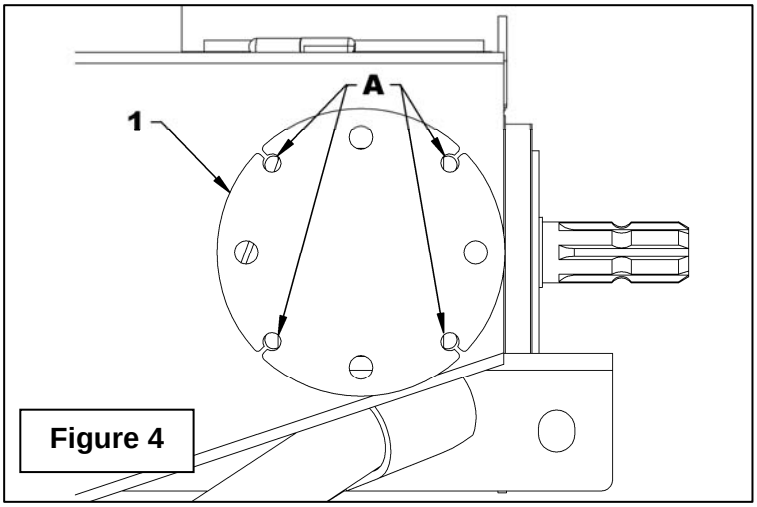

Figure 4
4. **Figure 4:** Placer la nouvelle plaque support d'arbre de commande (item 1) à la même position que l'ancienne en alignant les quatre trous du bâti. À l'aide d'une pointe à tracer, marquer le matériel à enlever. Retirer la plaque et agrandir les trous "A" par l'extérieur.